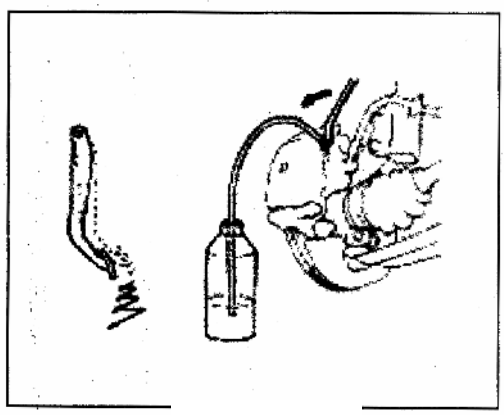

Рис. 622
3) Нажмите на педаль тормоза несколько раз и удерживайте ее в нажатом положении, затем выверните штуцер на 1/3 - 1/2 оборота (Рис. 622).